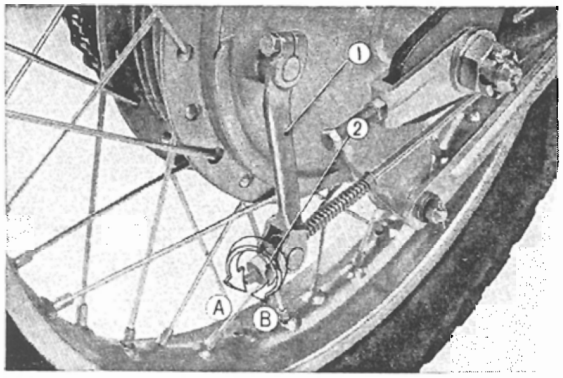

Fig. 4.106 Adjusting rear brake pedal play
7. Install the rear brake rod to the brake arm. Set the rear brake panel on its side and adjust rear brake play. **(Fig. 4.106)**